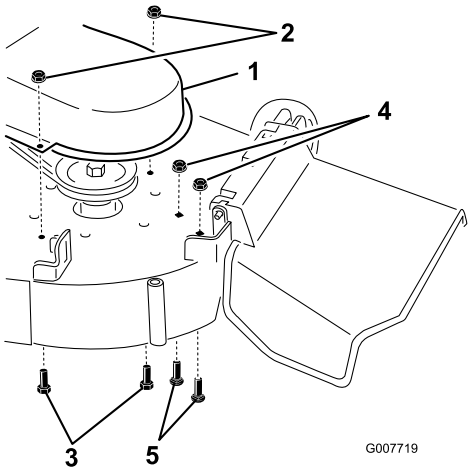

Figuur 22
4. Verwijder de borgmoeren in de gaten getoond in Figuur 22. Bewaar alle losse onderdelen.